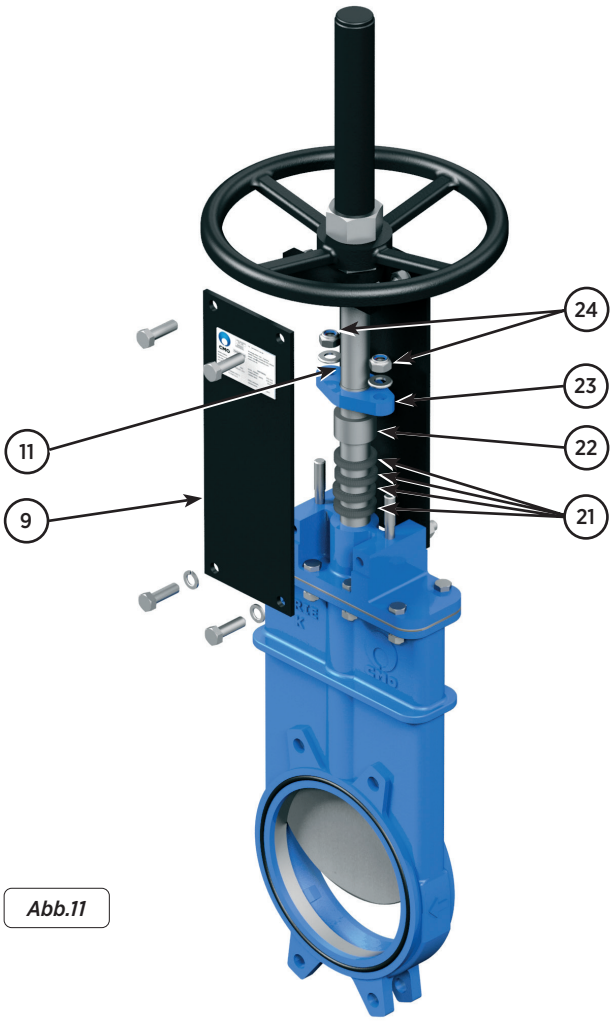

Abb.11
3. Für ein bequemeres Arbeiten wird empfohlen die Deckel (9) abzunehmen, so wie in Abb. 11.
4. Die Muttern (24) lösen und den Pressflansch (23) sowie die Pressbuchse (22) über den Kolben heben.
5. Die verschlissene Packung (21) entfernen ohne dabei die Schaftoberfläche (11) zu beschädigen.
7. Neuen Packungssatz (21) einlegen. Es ist sehr wichtig, dass während des Vorgangs beide Enden des Rings richtig verbunden sind. Nachfolgend werden die Abmessungen der Stopfbuchspackung aufgeführt (Tabelle 3).
8. Die Pressbuchse (22) und den Pressflansch (23) in die Ausgangsposition bringen, ohne dass diese den Schaft (11) berühren, vorsichtig alle muttern (24) über Kreuz anziehen, sicherstellen, dass der Pressflansch (23) und der Schaft (11) sich im gleichen Abstand voneinander befinden. Anschliessend die Stützplatte (9) erneut einsetzen.